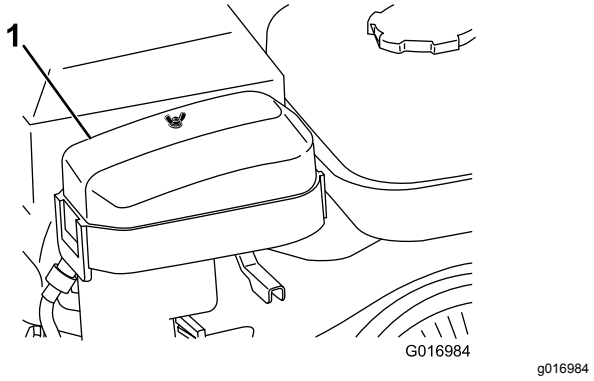

Figuur 31
2. Verwijder de vleugelmoer waarmee het luchtfilterdeksel vastzit en verwijder het deksel (Figuur 31).